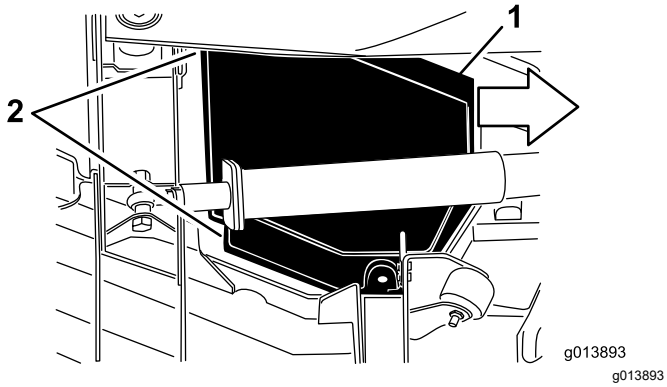

**Figuur 78**
5. Schuif tijdens het heffen de kap ongeveer 2,5 cm in de richting van de tractie-eenheid, om de buitenrand van de kap los te maken van het maaidek (Figuur 78).